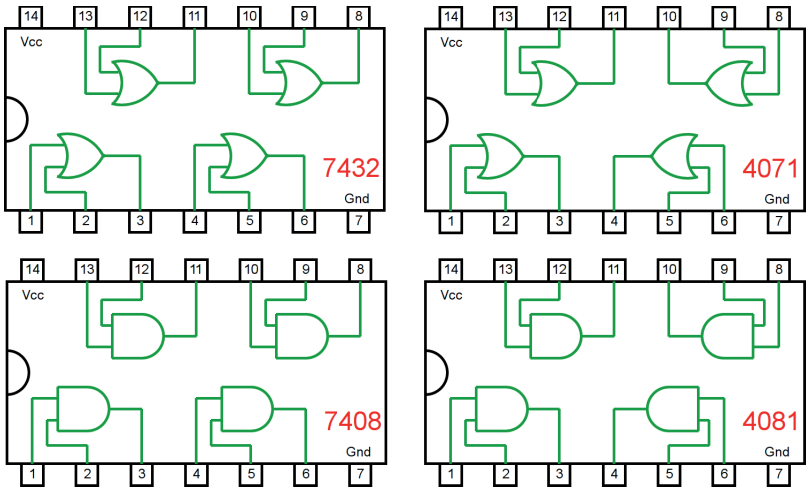

Figura 4.23 – Circuitos integrados TTL e CMOS.
a) Coloque os circuitos integrados (TTL e/ou CMOS da figura 4.23) nas posições indicadas.
d) Conecte os fios verdes. Os fios verdes estão conectados ao terra e portanto fornecendo valor lógico (0) às entradas de todas as portas do CI.